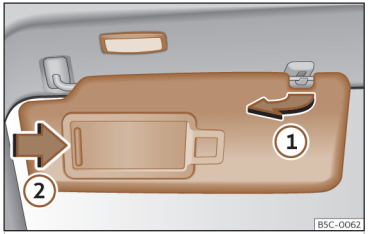

Abb. 108 Sonnenblende.
- Die Sonnenblende kann aus der Befestigung entnommen und zur Tür gedreht werden ››› **(Abb. 108)** ①.